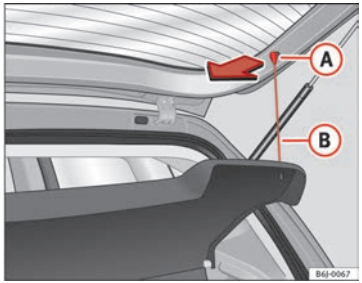

Fig. 99 Rear shelf
– Unhook the loops ⇒ Fig. 99 (B) from housings (A).